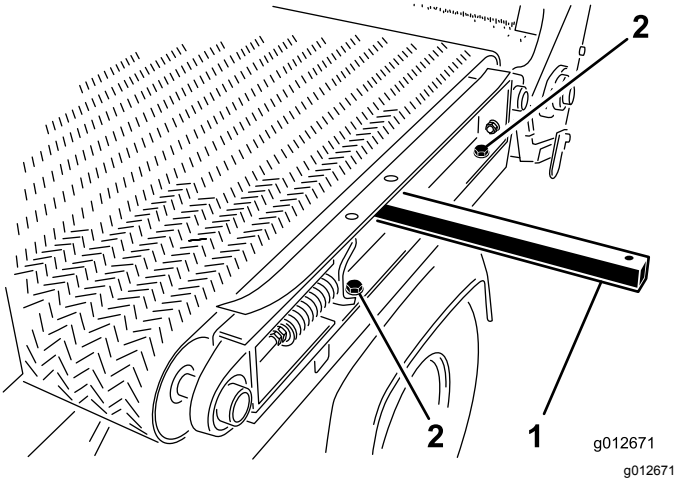

Rysunek 28
5. Po lewej stronie maszyny wykręć 2 śruby i 2 podkładki mocujące szynę ramy ślizgowej do lewego błotnika (Rysunek 28).
1. Przełóż pręt unoszący przez otwór w lewej szynie ramy ślizgowej i podnieś go, aby lekko pochylić szynę ramy; patrz Rysunek 28 w punkcie Rozmontowywanie sań ślizgowych (Strona 25).